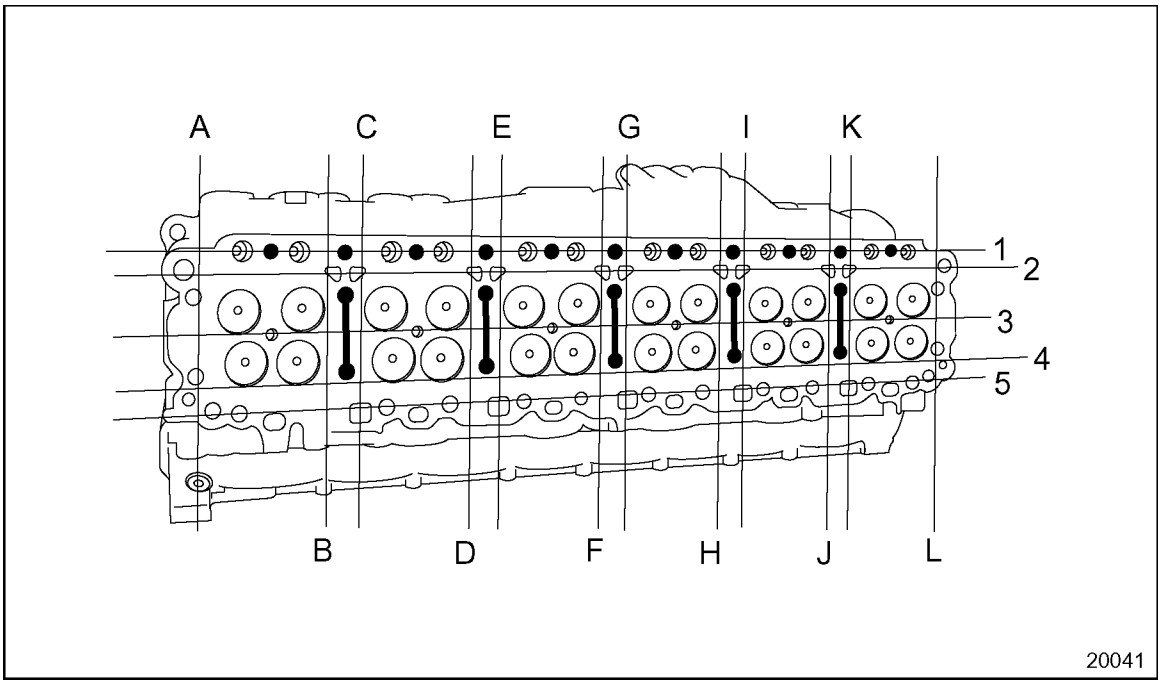

Figure 1-42 Cylinder Head Measurement Locations
2. Also, check for longitudinal warpage in five places and transverse warpage in 12 places, indicated as A through L in the next illustration. See Figure 1-42.